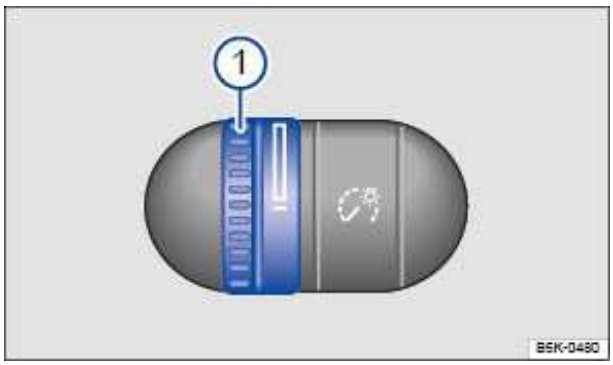

Fig. 74 To the left of the steering wheel: Thumbwheel to adjust instrument panel lighting 1.
When the lights are on, the brightness of the instrument panel lighting is adjusted by turning the thumbwheel ⇒ fig. 74 (1).